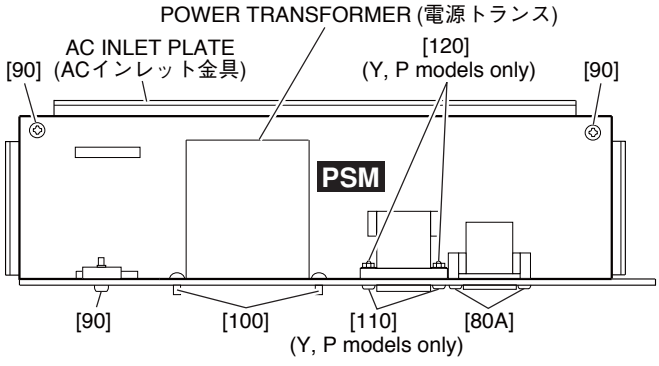

Fig. 3（図3）
3-3 Remove the two (2) screws marked [110] and the two (2) hexagonal nuts marked [120]. (Fig. 3) (Export model (Y model), Brazilian model (P model) only)
3-4 Remove the two (2) screws marked [80A], the three (3) screws marked [90] and the two (2) screws marked [100]. The PSM circuit board can then be removed from the AC inlet plate. (Fig. 3)
3-3 [80A] のネジ 2 本と [90] のネジ 3 本、[100] のネジ 2 本を外して、AC インレット金具から PSM シートを外します。(図 3)